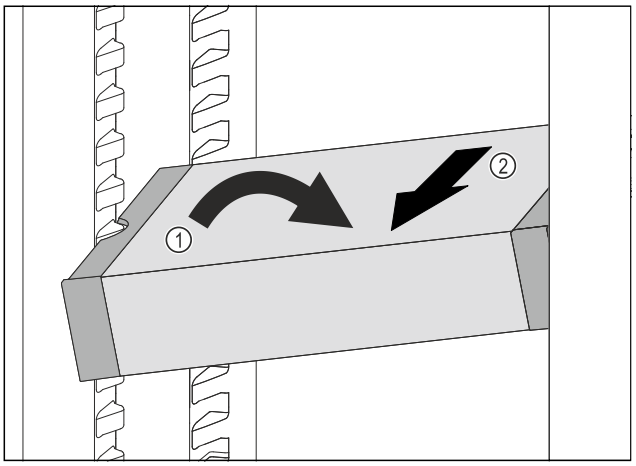

Fig. 215
▶ Set VarioSafe in refrigerator compartment at an angle. *Fig. 215 (1)*
▶ Take VarioSafe out to the front. *Fig. 215 (2)*